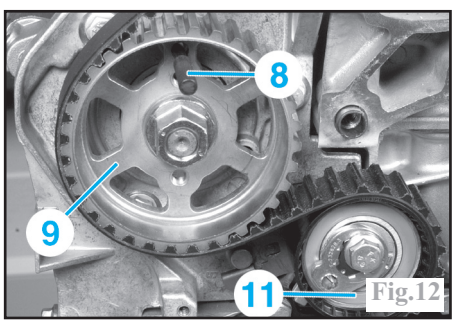

Fig.12
Introduire la pige (**Ø 5 mm**) (8) dans la roue dentée de la pompe haute pression (9) (outil réf. **(-).0194.A**) (Fig.12).